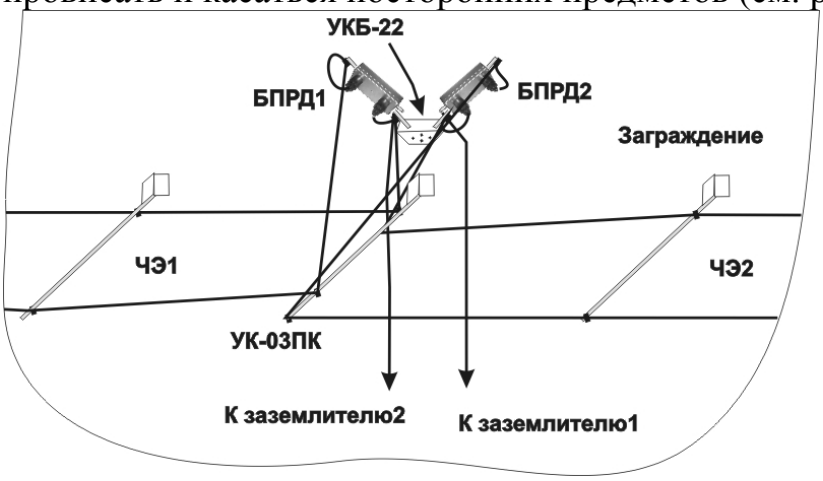

Рис. 10.22
10.3.6 На заграждение пары БПРД или(и) БПРМ смежных участков устанавливаются с помощью УКБ-2 или УКБ-22 (см. рис.10.22).
10.3.8 Заземлители устанавливаются со смещением от проекций конечных консолей, ВП и НП от точки крепления на конечной консоли до ввода в БПРД (БПРМ) не должны провисать и касаться посторонних предметов (см. рис. 10.22).